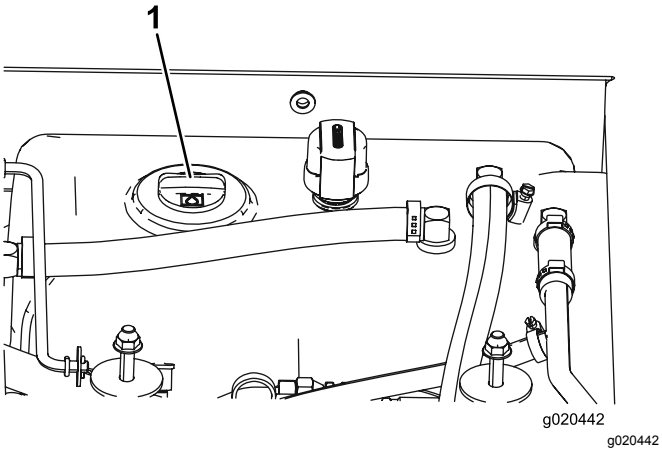

Figur 14
3. Gör rent omkring påfyllningsröret och hydraultanklocket (Figur 14). Skruva av tanklocket på påfyllningsröret.